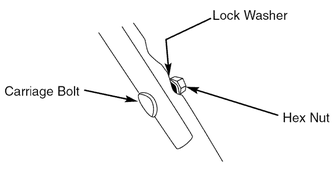

Figure 5
2) Secure the upper handle to the lower handle using the carriage bolts, split washers and hex nuts as shown in figure 5. The head of the carriage bolts go on the outside of the handle.